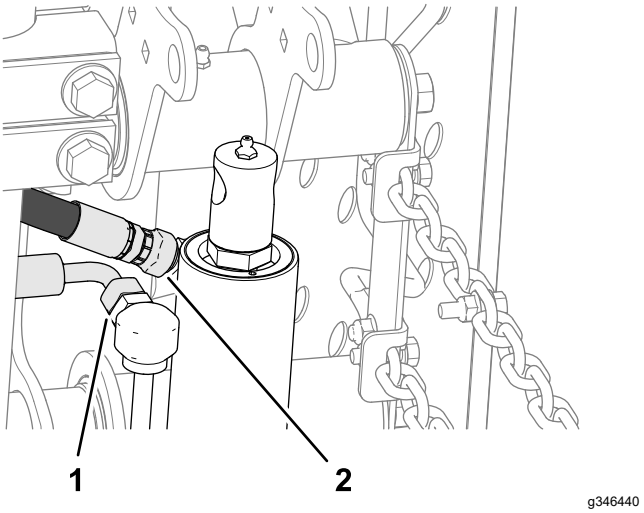

**Figur 14**
2. Vid lyftcylindern lossar du den raka svivelkopplingen på returslangen och lyftslangens 90-graders svivelkoppling (Figur 14).